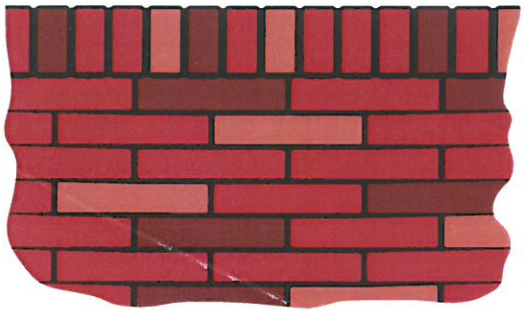

Figure 2
5. **Solid barriers**, which do not have openings, such as a masonry or stone wall, shall not contain indentations or protrusions except for normal construction tolerances and tooled masonry joints (figure 2).